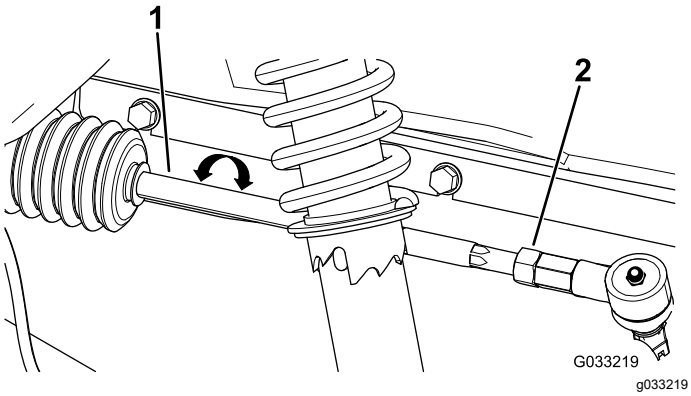

Figur 57
2. Hvis målingen ikke falder inden for 0 til 6 mm, skal kontramøtrikkerne løsnes i den ydre ende af forbindelsesstængerne (Figur 57).